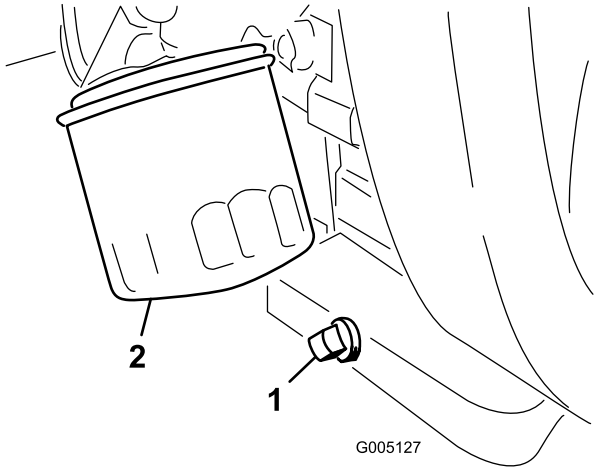

Figuur 44
1. Verwijder de aftapplug (Figuur 44) en laat de olie in een opvangbak lopen. Als er geen olie meer naar buiten stroomt, plaatst u de aftapplug terug.
2. Verwijder het oliefilter (Figuur 44). Smeer een dun laagje schone olie op de pakking van het filter.